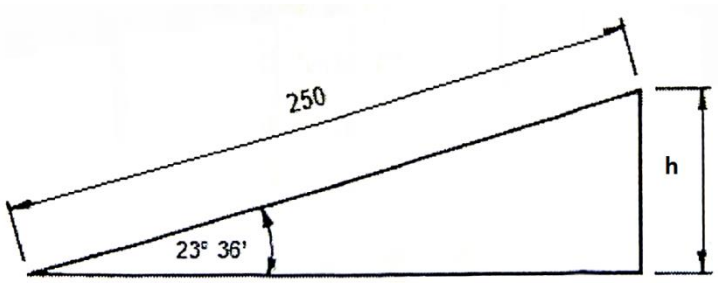

FIGUUR 3 (4)
5.1 Bereken die afstand 'h' in die volgende tekening in FIGUUR 3.